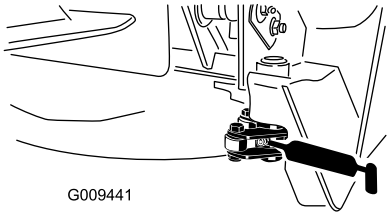

Figura 42
- Pivote del enganche (2) (Figura 42)